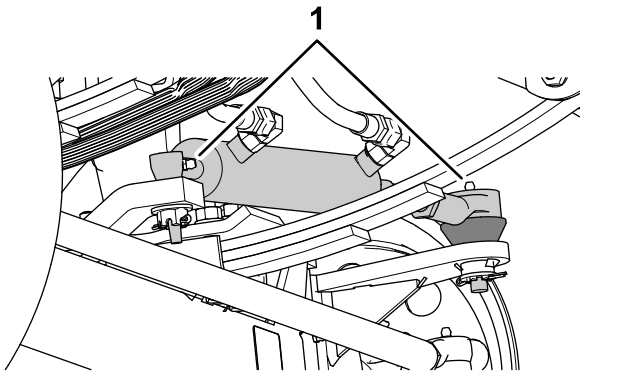
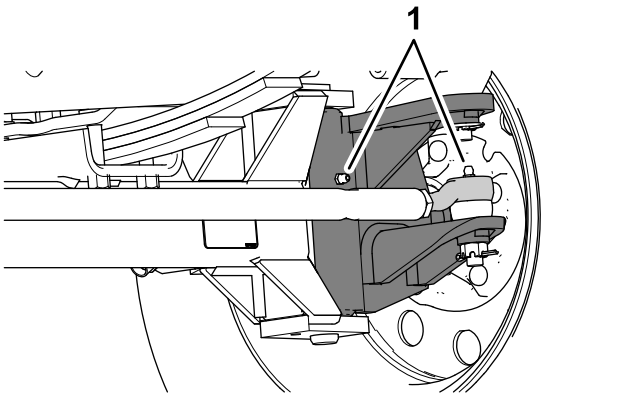

Рисунок 71
Рисунок 72
1. Начисто протрите масленки (Рисунок 71 и Рисунок 72).
2. Закачайте в масленки консистентную смазку (Рисунок 71 и Рисунок 72).
Примечание: Расположение масленок показано на Рисунок 71.